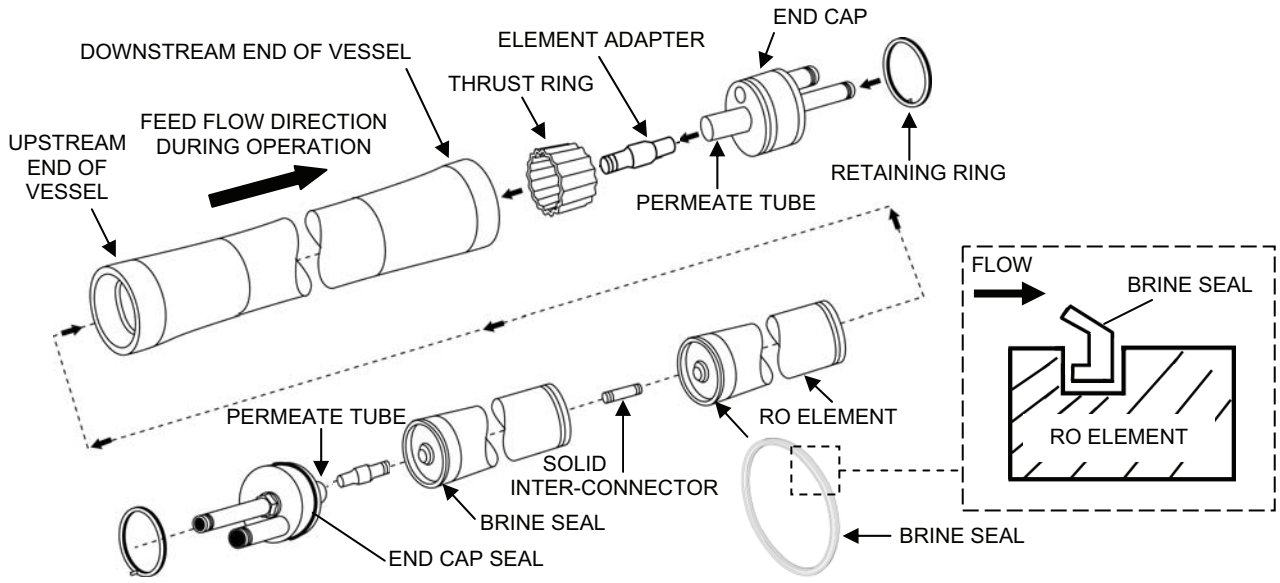

Figure 14. RO Element Installation.
11. Reinstall the elements as follows (Figure 14):